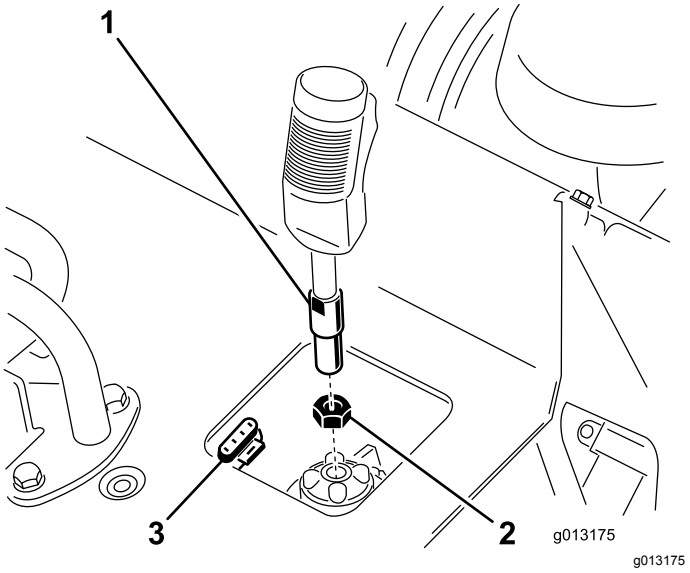

Figuur 3
1. Draai de contramoer op de bedieningshendel van de frees (Figuur 3).
2. Draai de bedieninghendel van de frees in de ontvanger in het bedieningspaneel (Figuur 3).
3. Richt de trekker naar voren en draai de contramoer vast tegen de ontvanger om de hendel op zijn plaats te bevestigen (Figuur 3).
4. Sluit de draad op de hendel aan op de 4-pinconnector onder het bedieningspaneel (Figuur 3).